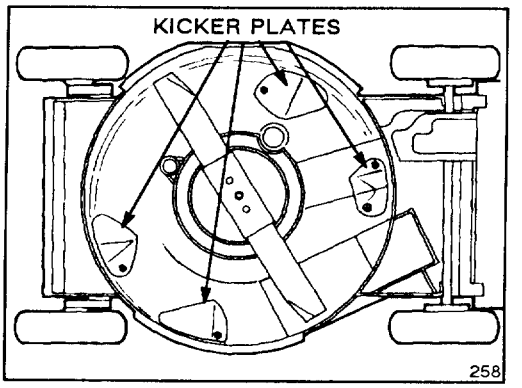

Figure 9
B. Four special "kicker plates" positioned on the underside of the mower deck in strategic positions (Fig. 9)